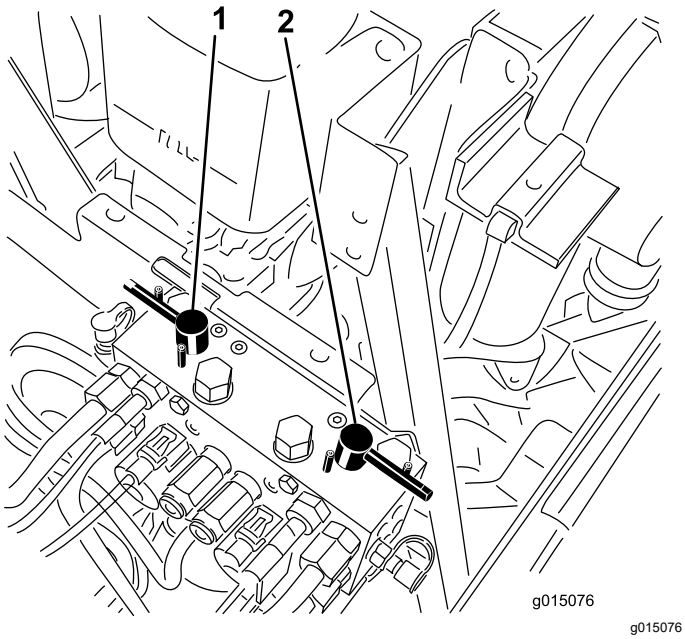

Figuur 80
4. Kies met de voorste, achterste of beide wethendels de messenkooien die moeten worden gewet (Figuur 80).